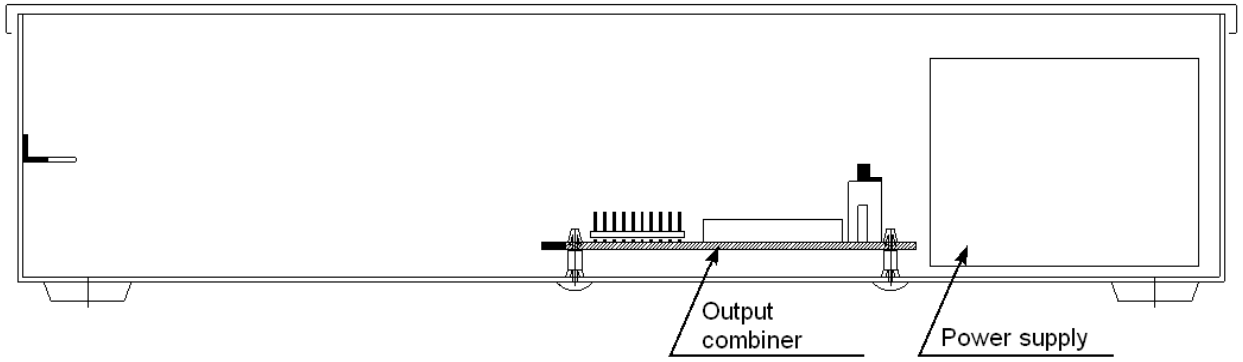

Figure 4.1
3) Unscrew 4 screws of the upper cover and remove the upper cover. Sectional view of headend left sidewall is shown in Figure 4.1.